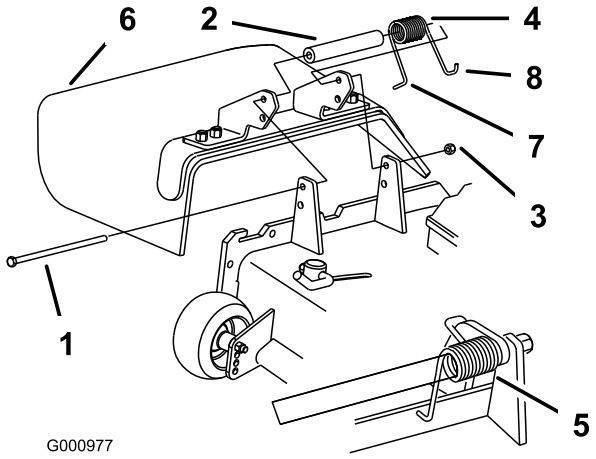

Figur 92
1. Fjern låsemøtrikken, bolten, fjederen og afstandsbøsningen, som fastholder græsdeflektoren til akselbeslagene (Figur 92). Fjern den beskadigede eller slidte græsdeflektor.
Bemærk: Sørg for, at fjederens **L**-formede ende sidder bag skjoldets kant, før bolten monteres som vist i Figur 92.
3. Monter bolten og møtrikken. Placer fjederens **J**-formede ende omkring græsdeflektoren (Figur 92).